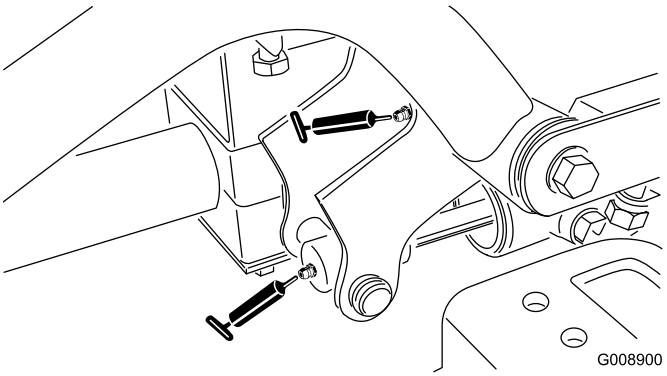

Figur 35
- Forreste venstre løftearms drejetap og løftecylinder (2) (Figur 35)